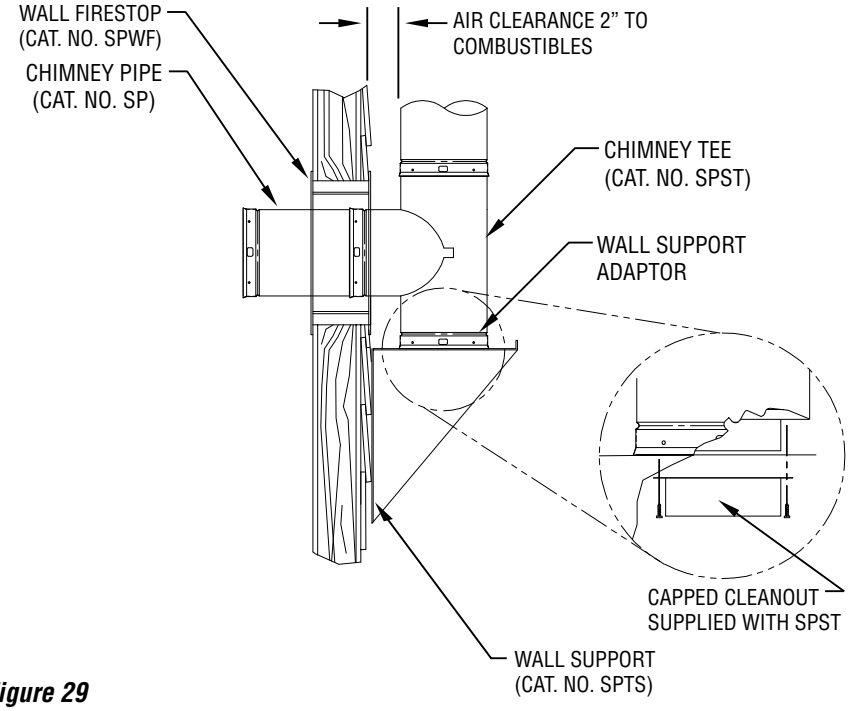

Figure 29
3. A 2-piece wall firestop (SPWF) must be installed in the framed opening from outside. The stainless portion is first installed from th outside of the opening. Push the remaining half through the opening from the inside until the plate is flush with stud. Use four (4) # 10 x 2-1/2” wood screws to attach opening *(see **Figure 29**)*. Seal the outside plate with RTV sealant or similar.